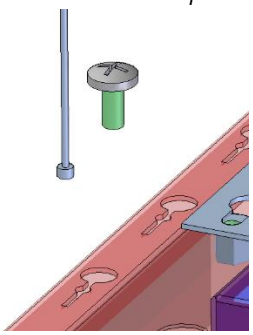

Fig.3
3. Inserire l'altra estremità del filo, con il pallino piombato , all'interno della sua sede sulla plafoniera e successivamente inserire la vite in dotazione per bloccarlo in sede (Fig.3).
*3. Insert the other end of the wire, with the lead sealed, inside its seat on the ceiling light and then insert the screw supplied to lock it in place (Fig.3).*
*4. Insert the other end of the wire, with the lead sealed, inside its seat on the ceiling light and then insert the supplied screw to lock it in place (Figure 3).*